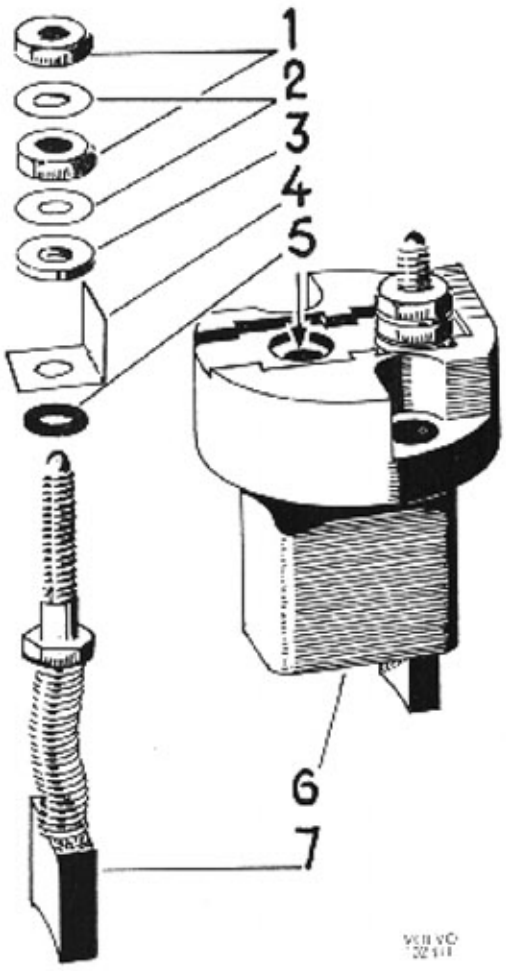

Bild 32-27. Elborsthållare
3. Ta bort skruvarna som håller elborsthållaren och lyft upp denna. Ta isär borsthållaren. Bild 32-27.